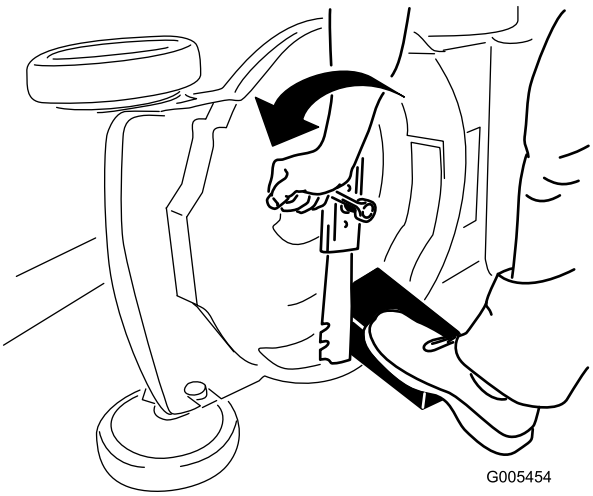

Figur 34
3. Bruk en treblokk til å holde kniven fast (Figur 34).
4. Fjern kniven, behold alle monteringsdeler (Figur 34).